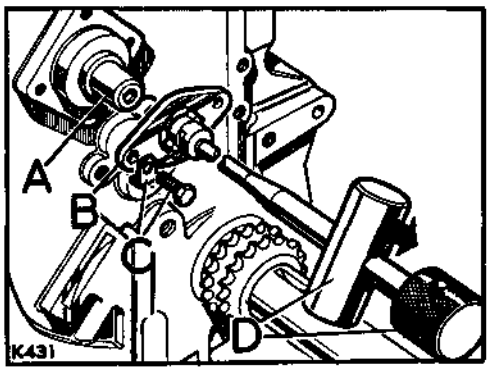

**Fig. A2-149. Removing the camshaft**
3. When satisfactory, remove the chainwheel, lock the thrust plate fixings, Fig. A2-149 refers, and refit the chainwheel.